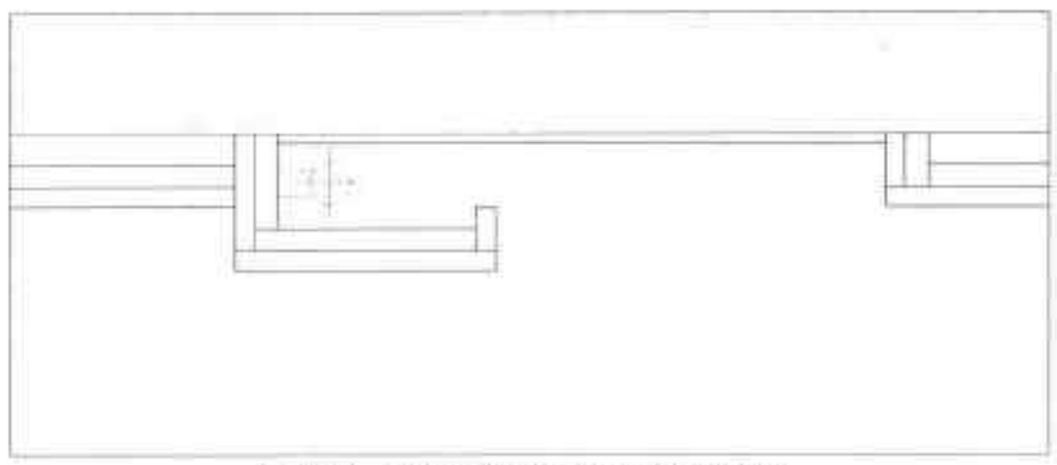

图19-130 填充墙面其他区域
Step 13 执行“填充”命令，选择预定义中的“AR-CONC”图形，设置角度为 0°、比例为 0.5，对墙面区域进行填充，如图 19-130 所示。